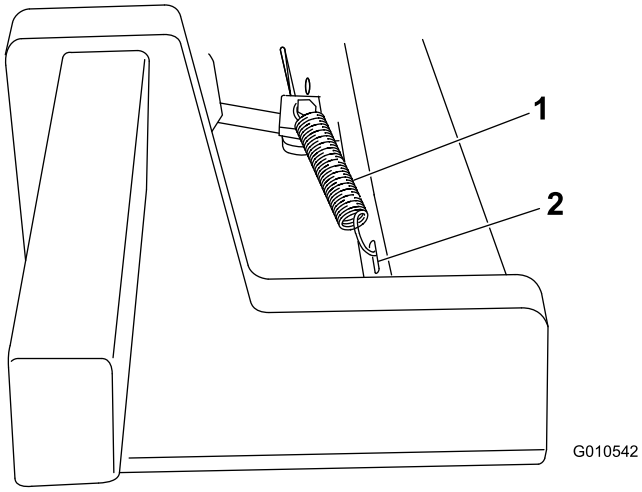

Figura 4
6. Rimuovete la coppiglia dal perno con testa che unisce le forcelle e i montanti del freno e togliete la coppiglia. Tenendo il perno con testa in posizione, installate l'estremità corta della molla nel foro nel perno stesso per tenere unite le parti. Collegate l'altra estremità delle molle nei fori scanalati nei bracci di sollevamento (Figura 4).